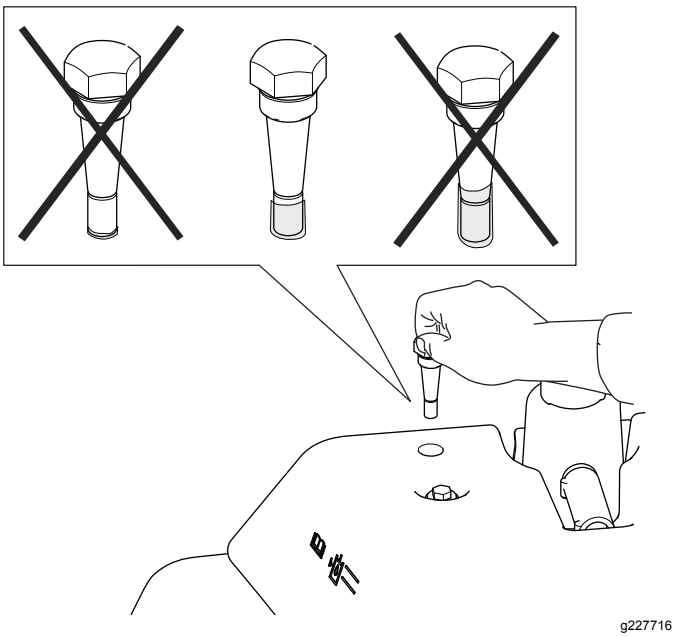

Figur 56
4. Ta bort oljestickan och kontrollera vätskenivån. Om vätskenivån ligger mellan markeringarna på oljestickan finns det tillräckligt med vätska. Om vätskenivån inte är mellan markeringarna ska du justera vätskenivån därefter (Figur 56).